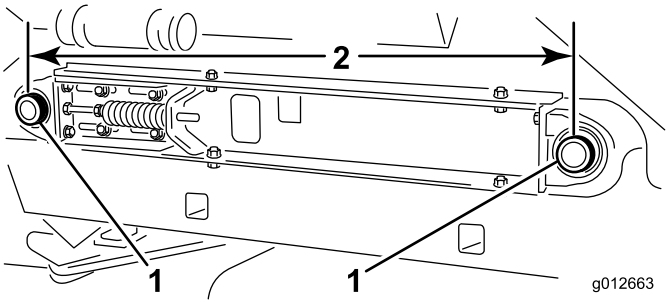

Rysunek 18
3. Sprawdź, czy środkowa odległość pomiędzy wałkami rolki taśmy przenośnika (Rysunek 18) z każdej strony maszyny jest równa (powinna wynosić około 895 mm]).